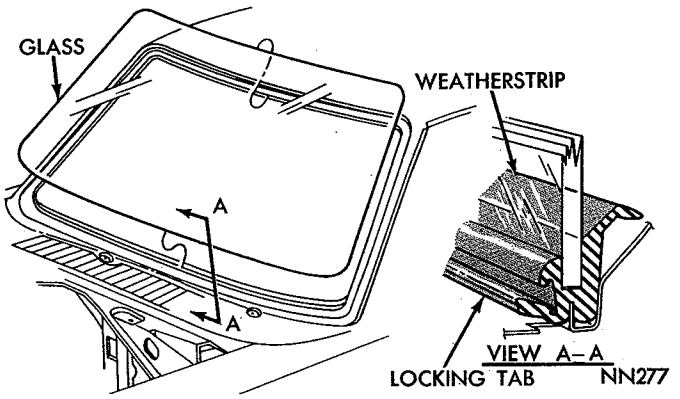

*Fig. 4—Windshield Installation (Belvedere—Satellite)*
(1) Remove all old sealer and cement from original weatherstrip.
(2) Apply sealer in fence and glass groove portions of weatherstrip.
(3) Apply a 3/8 inch bead of sealer cement completely across cowl top panel lower windshield frame area (Fig. 4).
(4) Position weatherstrip lower section to tab area, starting at corners install over tabs and work toward center.
(5) Install weatherstrip on fence at sides and upper opening. With hand pressure, seat weatherstrip fully on fence.
(6) With an assistant, slide upper edge of glass into channel of weatherstrip. Use a fibre tool to force weatherstrip lip over glass.
(7) Seat glass in weatherstrip, pounding glass, with palm of hand using an upward motion.
(8) Insert a fibre tool between weatherstrip and glass, at either corner, slide tool across top, and completely around weatherstrip to seat glass in place.
(9) Using a fibre tool and working across top, down sides and over bottom, force weatherstrip locking tab